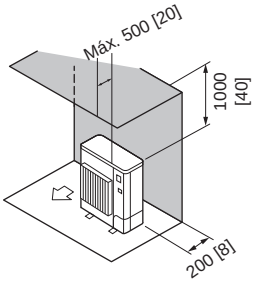

Fig. 2-7
2. Obstáculos solo en la parte trasera y superior (Fig. 2-7)